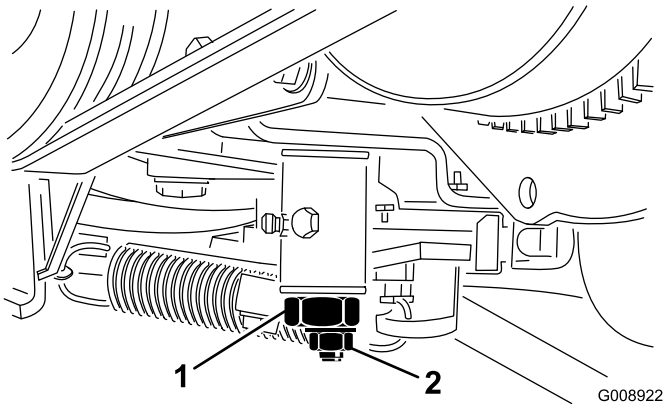

Figur 56
2. Løsne gasskabelkontakten på spaken på innsprøytingspumpen (Figur 56).